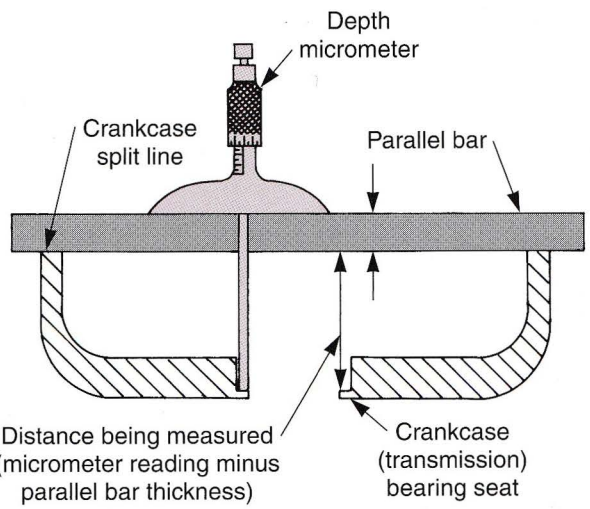

Figure 21-26. A depth micrometer and parallel bar are used to measure the distance between the bearing seat and crankcase split line.
1. Measurement of distance between bearing seats in the crankcase and/or cover, **Figure 21-26.**